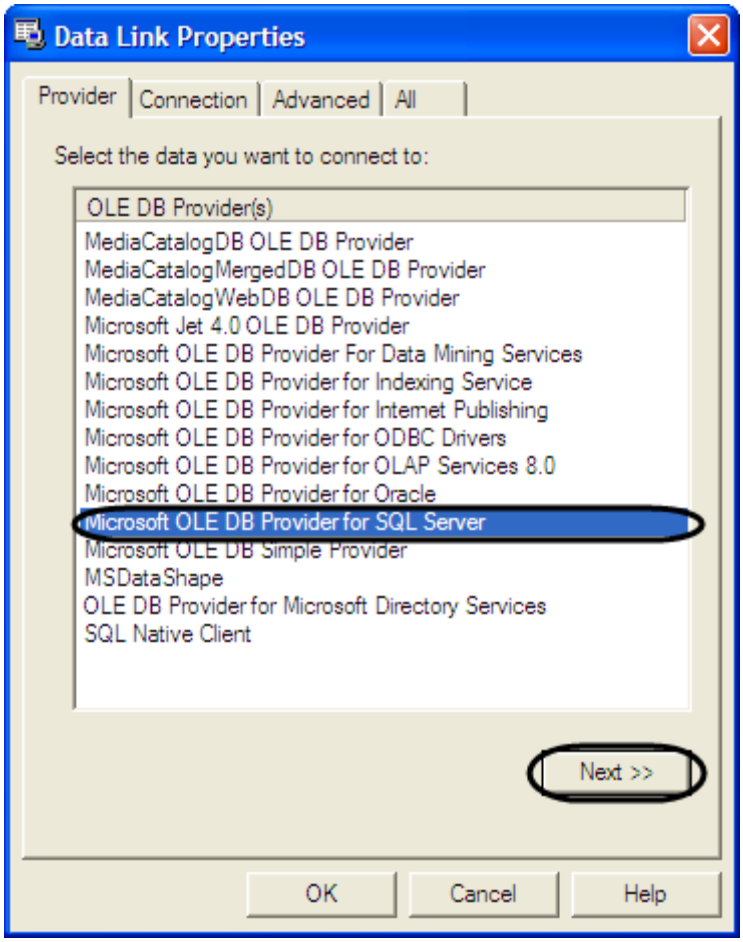

Figure 9.4-11. Selecting the Microsoft OLE DB Provider for SQL Server option
a. Select the Microsoft OLE DB Provider for SQL Server line in the Provider tab and click the Next button or move to the Connection tab (Figure 9.4-11).